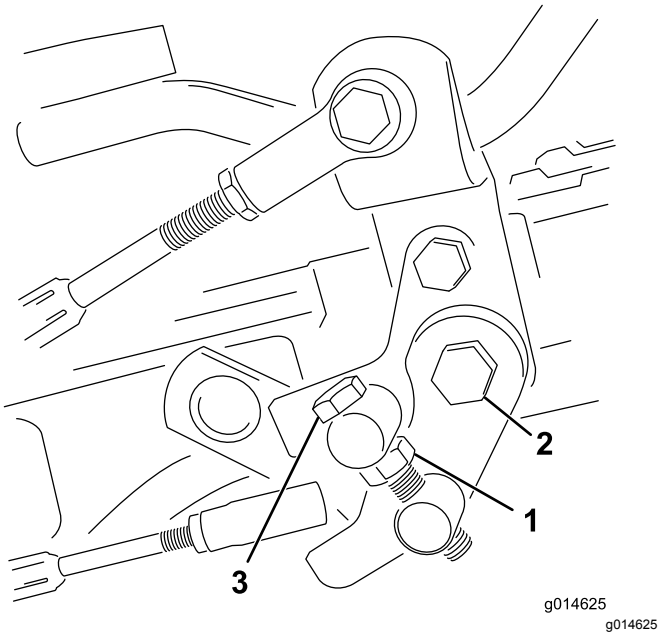

Rysunek 42
1. Poluzuj przeciwnakrętkę na śrubie czopu (Rysunek 42).
4. Dokręć przeciwnakrętkę na śrubie czopu oraz nakrętkę na osi pedału, aby zablokować położenie regulacji (Rysunek 42). Sprawdź efekt regulacji i w razie potrzeby dokonaj korekty.